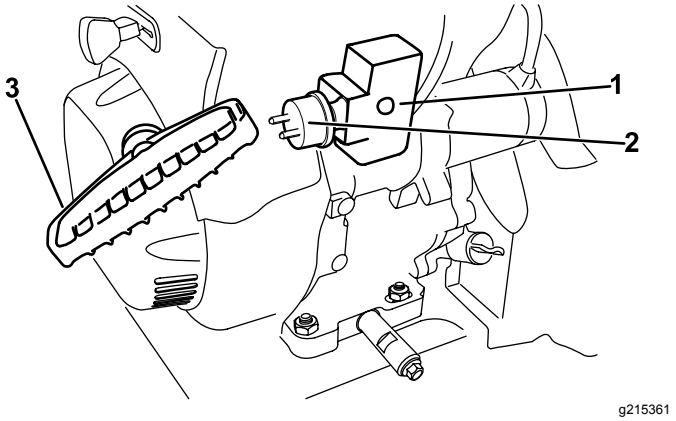

Figur 24
7. Start maskinen ved å dra i tilbakespolingsstarteren, eller trykke ned den elektriske startknappen (Figur 24).